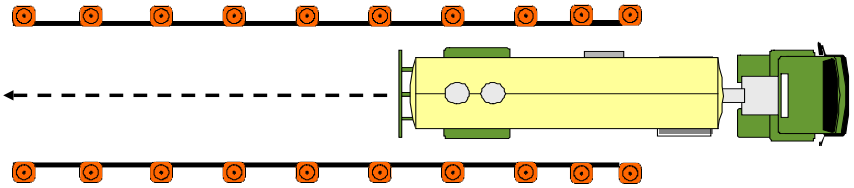

Figura 13.1
- Estos ejercicios se desde la Figura 13.1 hasta la 13.6.